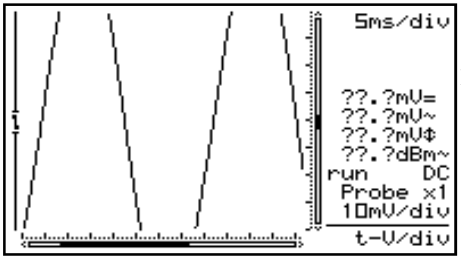

Fig 28
- If the signal goes off-screen or when the signal is too small for measurement, the readout will show **??? (see fig 28)**
- Als het signaal buiten het scherm verdwijnt of te klein is voor metingen, zal de uitlezing **???** aanduiden. **(Fig 28)**
- Si le signal sort de l'écran, ou lorsque le signal est trop petit pour être mesuré, trois points d'interrogation ***???*** sont affichés. **(Fig 28)**
- Wenn das Signal aus dem Bildschirm verschwindet oder wenn das Signal bei dB-Messung zu klein ist, zeigt die Anzeige **???** an **(Abb. 28)**